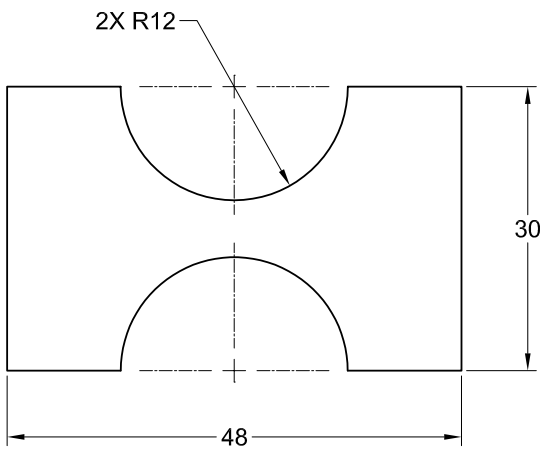
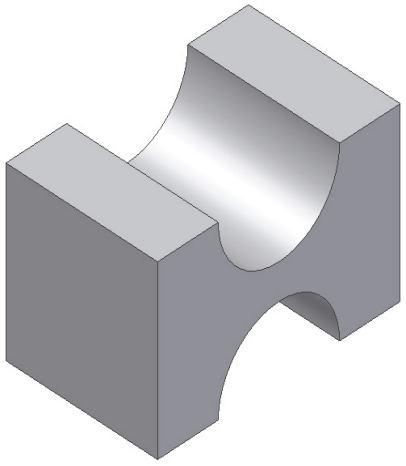

Figure 2-90 *Sketch for Tutorial 2*
Figure 2-91 *Model for Tutorial 2*
Draw the sketch shown in Figure 2-90. Extrude the sketch by 10 units and then generate a drawing with the orthographic and isometric views of the model. The isometric view of the model is shown in Figure 2-91. You do not need to dimension the drawing.
b. Draw the sketch by using the **Arc** and **Line** tools, refer to Figure 2-90.